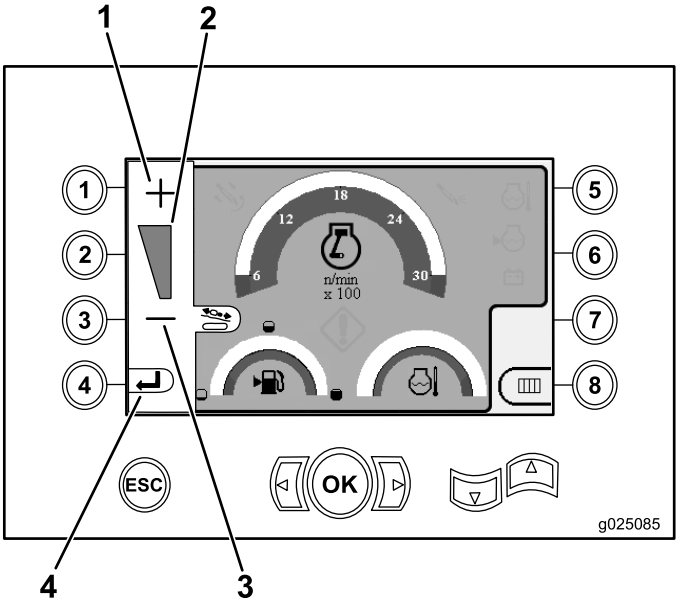

Figure 19
1. Appuyez sur le bouton 1 pour augmenter le couple ou sur le bouton 3 pour réduire le couple de la machine (Figure 19).
2. Après avoir réglé le couple, appuyez sur le bouton 4 (Figure 19), et retourner à l' Écran principal (page 28).